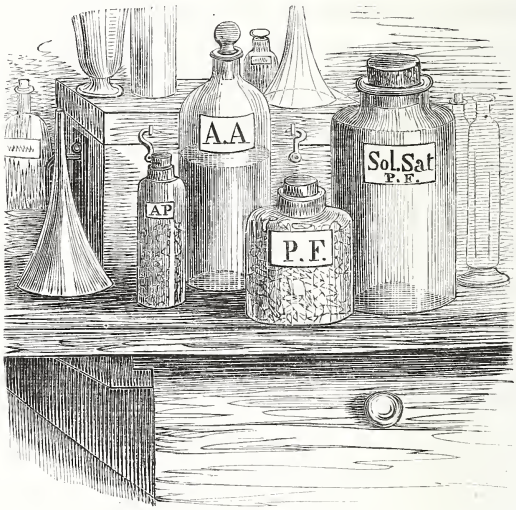

Fig. 18.
Voici devant vous (fig. 18) tous les corps réunis dont nous avons besoin.
On trouve dans le commerce d'épicerie ou droguerie à peu près partout, deux ou trois *sels*, c'est-à-dire deux ou trois *corps cristallisés* que l'eau dissout et qu'on appelle des couperoses. Pourquoi? Je ne saurais vous le dire; on connaît la verte, la bleue et la blanche. Nous n'aurons besoin que de la première, la verte; c'est un sel de fer dont le nom chimique est *protosulfate*. Vous le voyez dans un col bas placé au milieu de la figure 18 et portant sur l'étiquette PF : protosulfate de fer.
69. — Nous allons donc choisir un flacon ou un col qui tienne au moins 1 litre à 1 litre et demi; on le voit à droite de la figure 18; nous y introduirons de ce sel en beaux cristaux verts d'eau, nommé *protosulfate de fer*, à peu près à moitié de sa capacité. Nous remplirons le surplus d'eau *bouillie*, d'eau de pluie, ou simplement d'eau de rivière.
70. — Nous étiqueterons ce flacon : *Eau saturée de protosulfate de fer*, ou comme fig. 18 : *Sol. Sat. P. F.*
Vous avez demandé chez votre marchand de produits chimiques de l'*acide acétique cristallisable*. Le voilà, A. A, dans le flacon long bouché à l'émeri (fig. 18); c'est ce qu'on nomme *vinaigre radical* ou *vinaigre des quatre voleurs*; encore un nom bizarre dont la provenance peut fournir pas mal d'histoires. Vous avez de l'alcool, § 54, et vous venez de vous en servir, § 62.
Le flacon de solution saturée doit être tenu *bouché*, de même que le *col* P. F. (fig. 18) où vous conserverez votre provision de protosulfate de fer en cristaux.
72. — Je vois d'ici, dans un autre petit col en verre jaune, AP (fig. 18), une substance légère, blanche, en flocons, possédant une légère odeur de fumée, une saveur âpre que je ne vous engage pas à goûter. Ce corps porte le nom d'*acide pyrogallique ;* nous allons en faire usage : c'est un corps très-léger, dont nous pèserons par conséquent de petits poids, tout en ayant un gros volume. Il faut des balances pas grandes et très-bonnes. Si nous n'en possédions pas de bien sensibles, nous tâcherions d'en trouver une qui pût peser 4 grammes, par exemple, et nous diviserions, à vue d'œil, avec un couteau en bois et sur une feuille de papier, cette substance, d'abord en deux tas égaux, puis chacun encore en deux, puis chacun de ceux-ci encore en deux, ce qui nous donnera très-approximativement des demi grammes ou 0,50 gr. d'acide pyrogallique. C'est tout ce qu'il nous faut.
Chaque petit tas sera enfermé dans un papier et mis ainsi dans un col à large goulot bouché dans le genre de celui P. F. (fig. 18), pour servir au besoin.